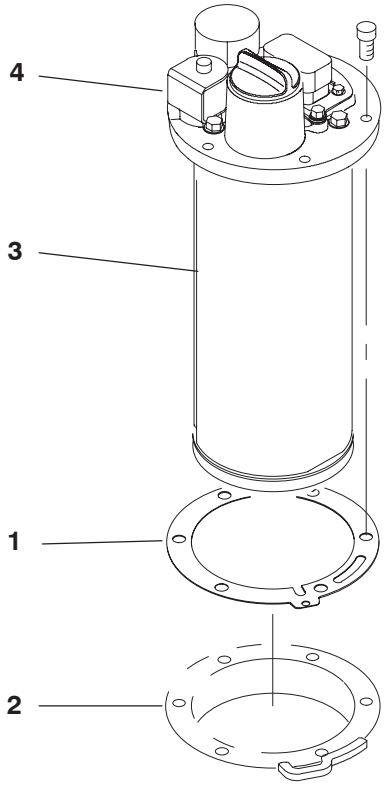

**Figure 7**
4. Position new flange gasket onto tank aligning mounting holes (Fig. 7). Holes are not symmetrical so make sure gasket is properly positioned.
5. Insert leak detector into tank opening while aligning housing mounting with holes in gasket (Fig. 7).
6. Secure leak detector housing and gasket to tank with (6) socket head capscrews (Fig. 7). Torque screws to 100–125 in–lb.
- Valve open circuit (LED blinking): Check / replace TurfDefender electric solenoid valve (Fig. 7) or wires.
- Valve short circuit (LED blinking): Check / replace TurfDefender electric solenoid valve (Fig. 7) or wires.